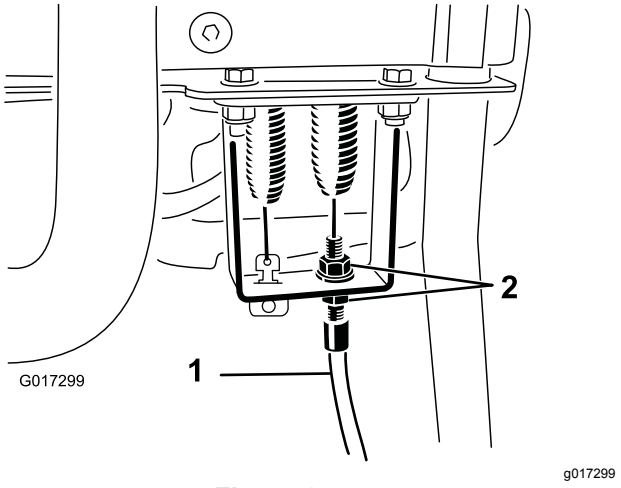

Figur 52
4. Løsn kontrolkablet til knivcylinderen ved kontrolhåndtagets kantplade, indtil der er slæk i kablet (Figur 52).